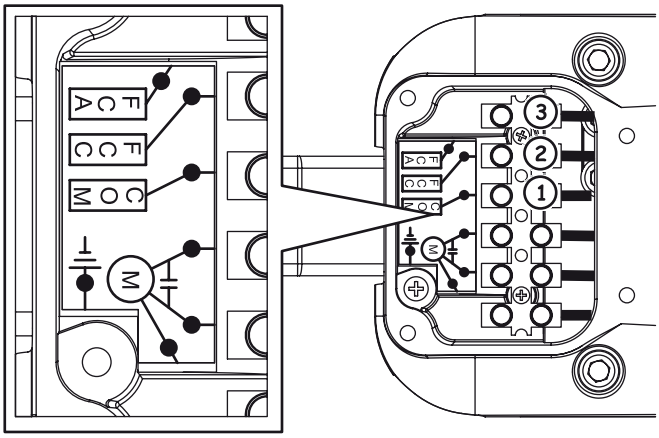

Fig. 22
3. Insérez le câble et se connecter aux bornes des couleurs indiquées dans le tableau ci-dessous en référence à la figure 22.